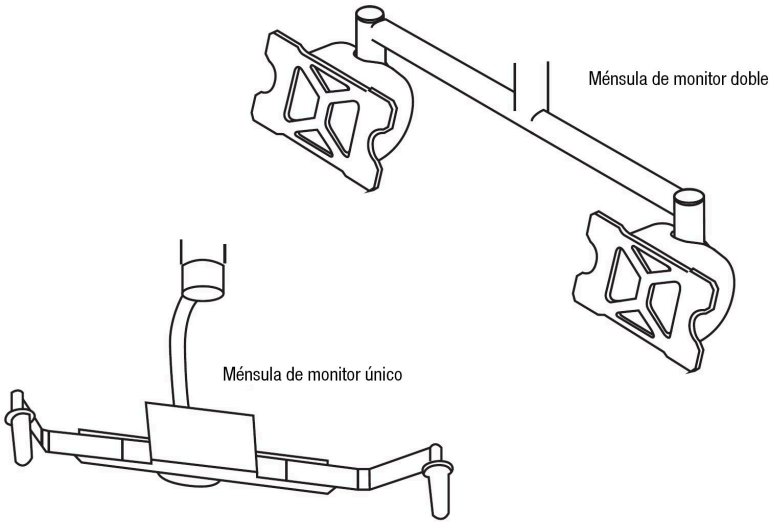
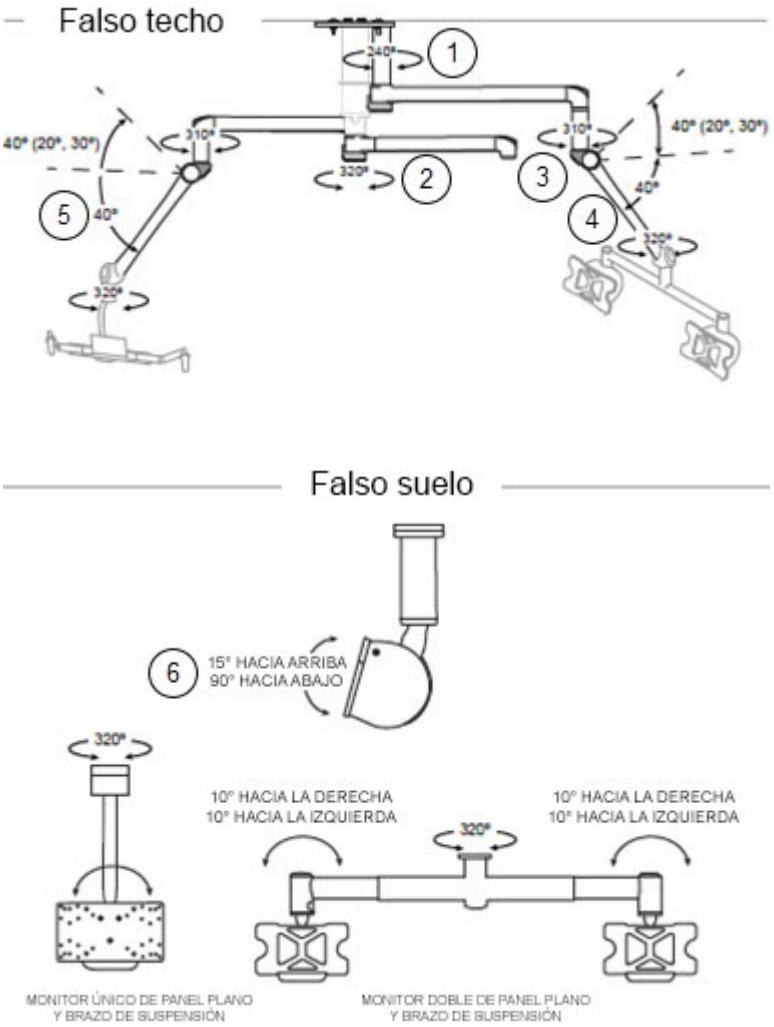

Figura 6-47. Brazos de monitor del sistema de iluminación quirúrgica HarmonyAIR™ de la serie A, parte 1
Figura 6-48. Brazos de monitor del sistema de iluminación quirúrgica HarmonyAIR™ de la serie A, parte 2
Consulte la *Figura 6-47* y la *Figura 6-48*. Los brazos de soporte del monitor pueden articularse de la siguiente manera: (1) giro de 240° en el eje auxiliar; (2) giro de 320° en el eje central; (3) giro de 310° en el brazo de extensión horizontal; (4) giro de 320° en el eje del brazo de resorte/puente; (5) movimiento ascendente o descendente con giro en la junta articulada del brazo de resorte de hasta 40° (zonas de tope de 20°, 30°) hacia arriba y 40° hacia abajo. El puente del monitor también permite una (6) inclinación de 15° hacia atrás (arriba) y 90° hacia delante (abajo).